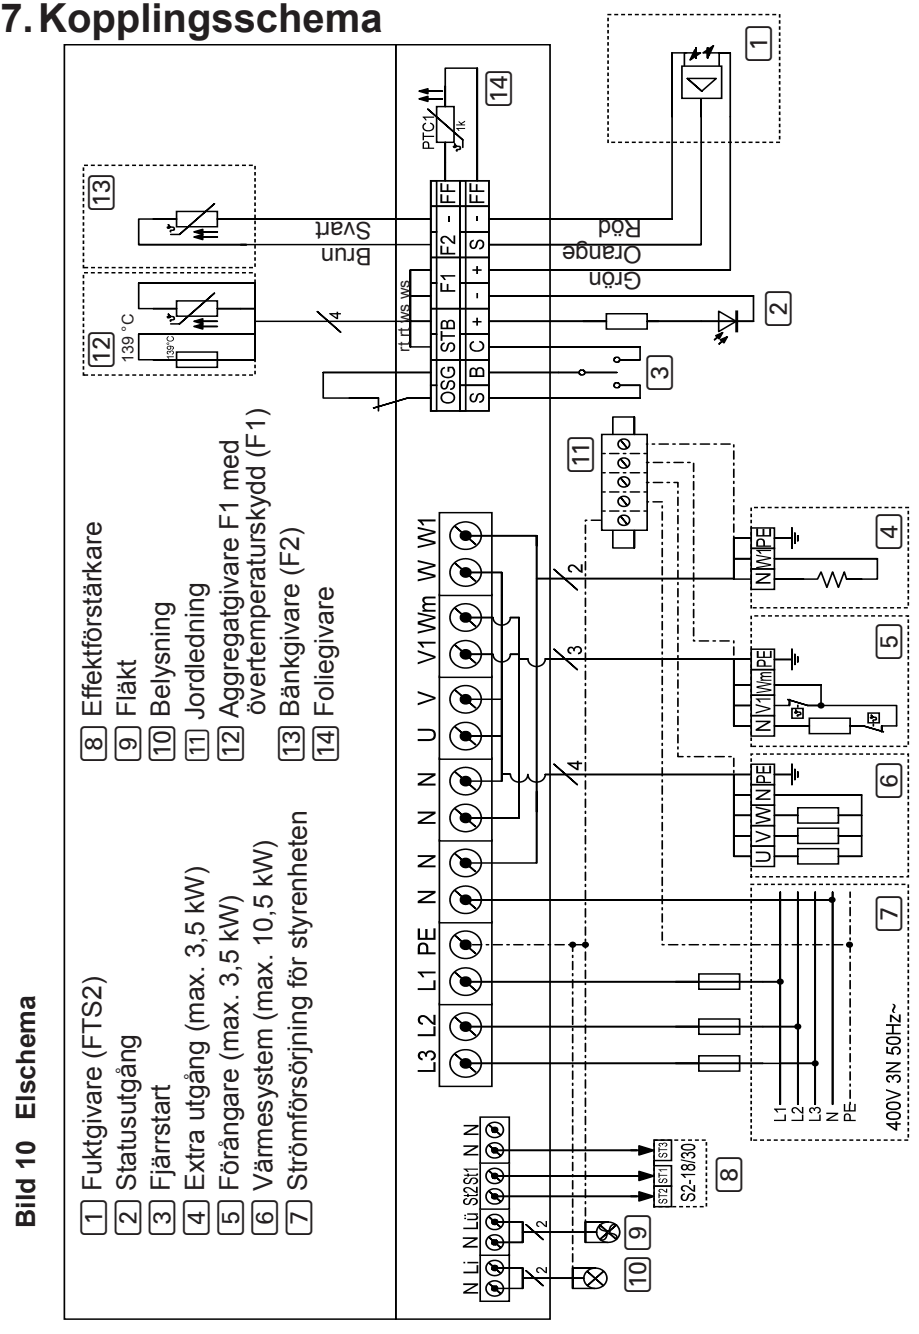

Bild 10 Elschema
- Observera elschemat (**Bild 10**) på sidan **34**.